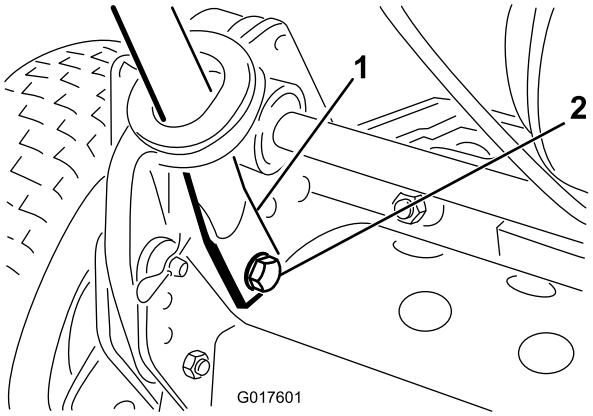

**Figur 4**
4. Klem håndtaksendene innover, og monter dem på monteringspinnene (Figur 4).
5. Fest håndtaksendene til monteringspinnene med boltene, skivene og låseskivene som følger med (Figur 4).
6. Fest den nedre delen av styrearmene til hver side av gressklipperen med boltene og hodeskruene som du fjernet tidligere (Figur 4). Sørg for at du monterer hylsene i hullene på styrarmene.
7. Fest styrarmene til bakdelen av rammen ved hjelp av hårnålssplintene og ringsplintene som du fjernet tidligere (Figur 4).